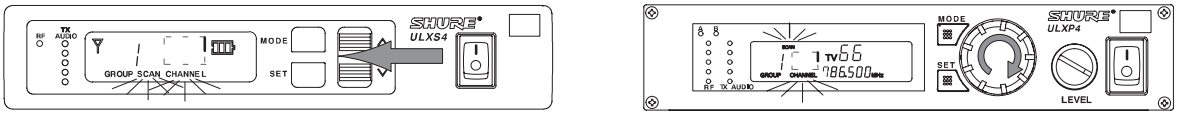

FIGURA 10
2. Premete il pulsante o (ULXS4) o girate la manopola di regolazione (ULXP4) in senso orario di un quarto di giro. Sul display appare il primo canale disponibile, come illustrato in Figura 10.